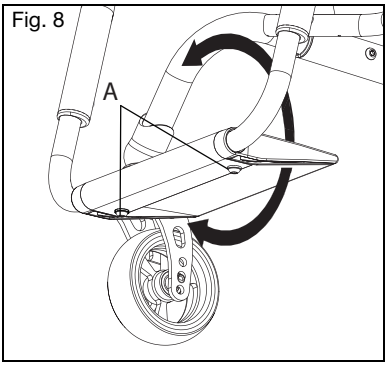

Fig. 8
1. Loosen the two screws (Fig. 8:A) on the bottom of the footrest using a 4mm Allen wrench.